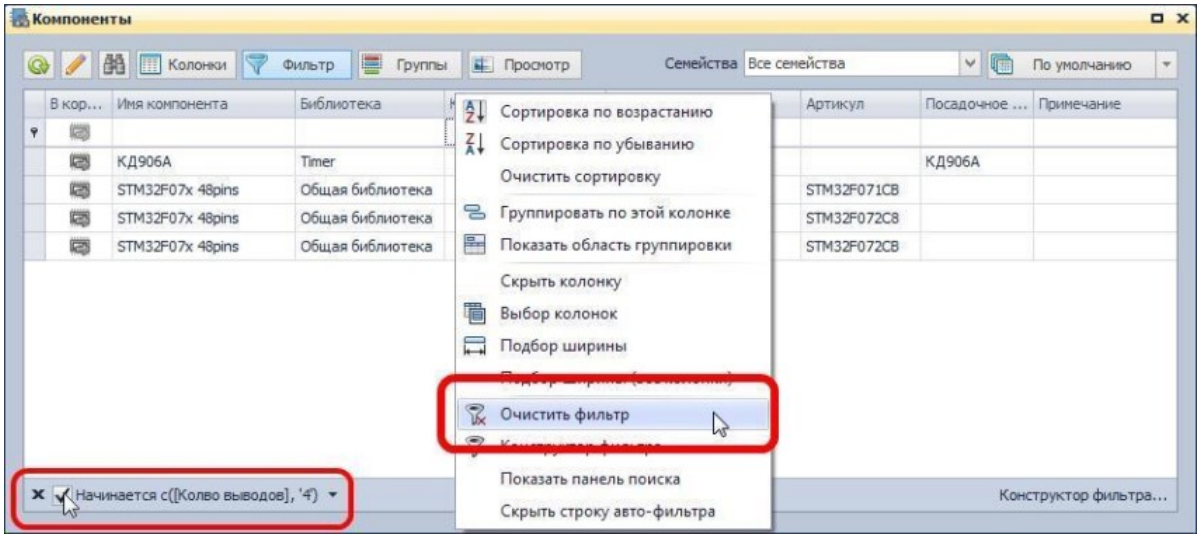

Рис. 775. Отключение фильтрации
2. В нижней части окна снять флаг с применяемого фильтра, см. Рис. 775.
3. Воспользоваться пунктом «Очистить фильтр» контекстного меню для заголовка колонки, по которой осуществляется фильтрация, см. Рис. 775.